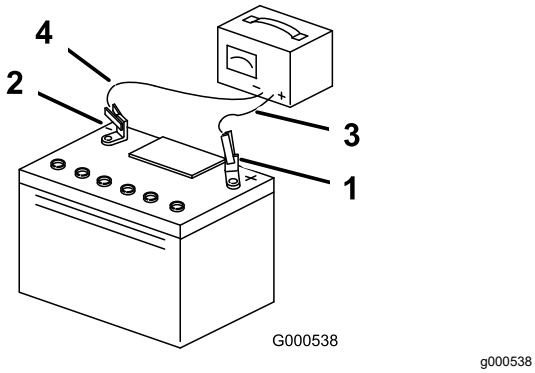

Figur 56
3. När batteriet är fulladdat ska laddaren kopplas bort från eluttaget först, och sedan ska laddningskablarna lossas från batteripolerna (Figur 56).